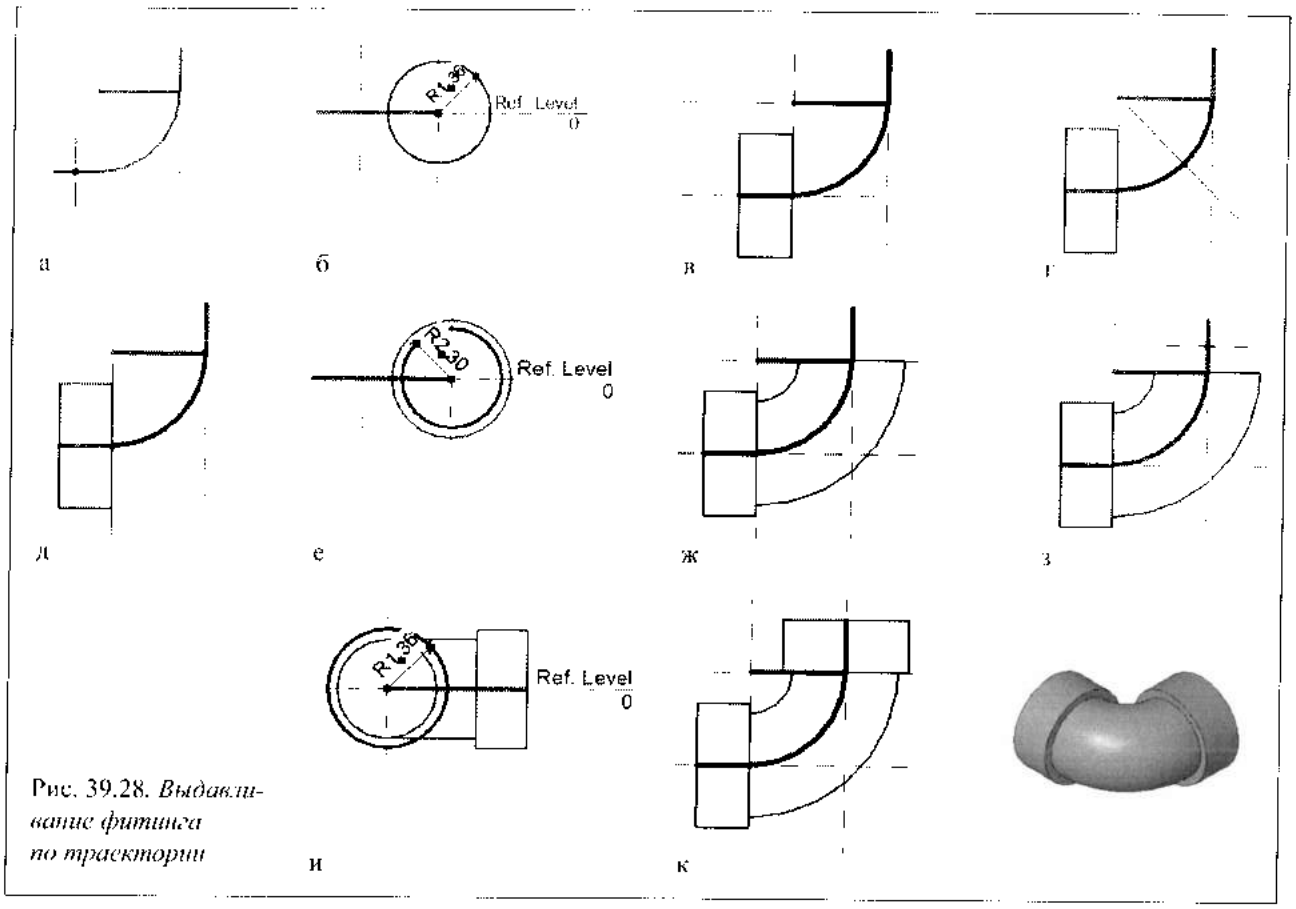

Рис. 39.28. *Выдавливание фитинга по траектории*
7. Построить методом сдвига тело фитинга (рис. 39.28).